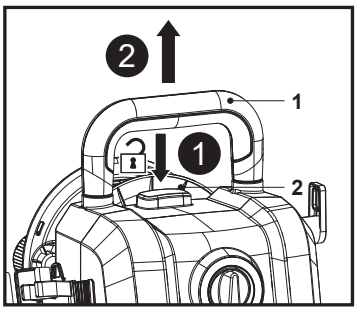

Fig. 16
1. Prima sem soltar o botão de bloqueio da pega (2) e, em seguida, puxe a pega de transporte (1) até parar (Fig. 16).